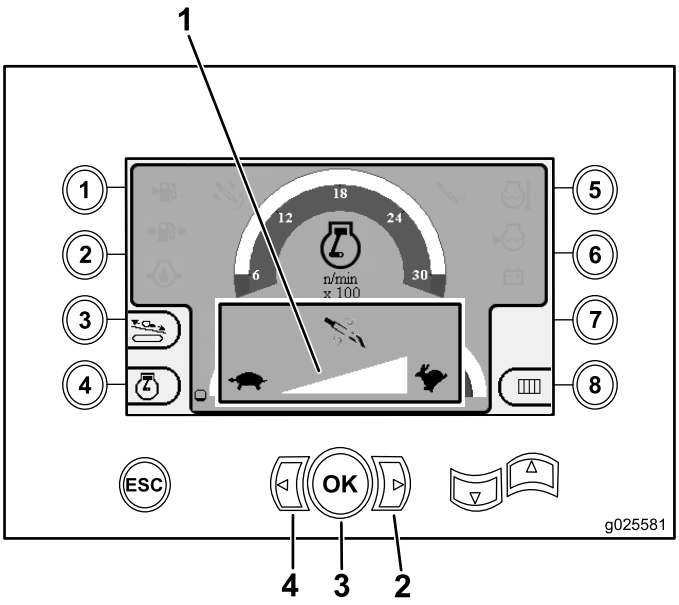

Figure 18
1. Appuyez sur la flèche vers la gauche pour réduire la vitesse ou sur la flèche vers la droite pour augmenter la vitesse (Figure 18).
2. Appuyez sur le bouton OK pour définir la vitesse de rotation de la foreuse (Figure 18).